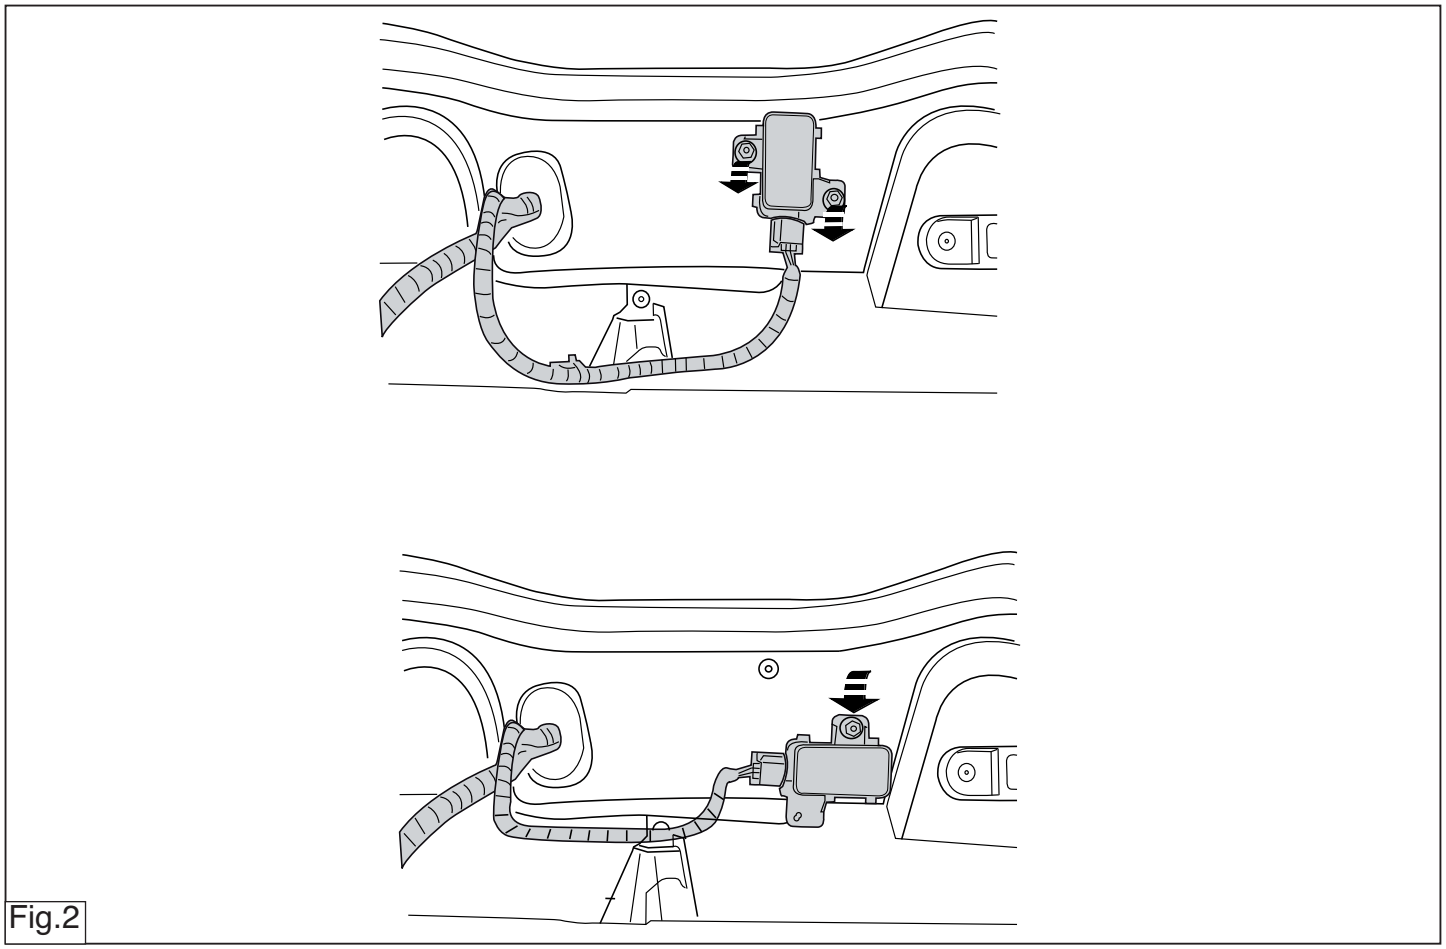

Fig.2
3. Please note: if present Remove the sensor and reattach after having turned it 90 degrees. See figure 2
3. Achtung, wenn vorhanden: Den Sensor abmontieren und um 90 Grad gedreht wieder befestigen. Siehe Abbildung 2